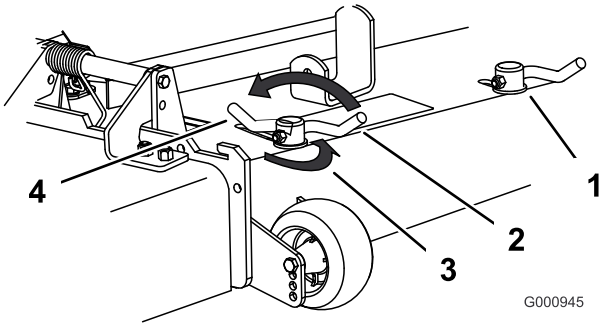

Figur 22
3. Justera kamlåsen genom att svänga upp spaken för att lossa kamlåset (Figur 22).
5. Sväng tillbaka spaken för att dra åt skärmen och kamlåsen (Figur 22).